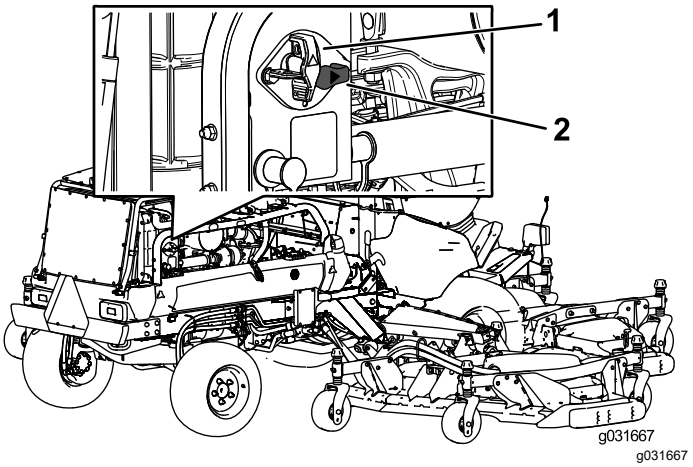

Figur 43
- Vrid bortkopplingsbrytaren för batteriet medurs till det PÅSLAGNA läget (Figur 43) för att koppla in elektriciteten för maskinen.
- Vrid bortkopplingsbrytaren för batteriet moturs till det AVSTÄNGDA läget (Figur 43) för att koppla från elektriciteten för maskinen.